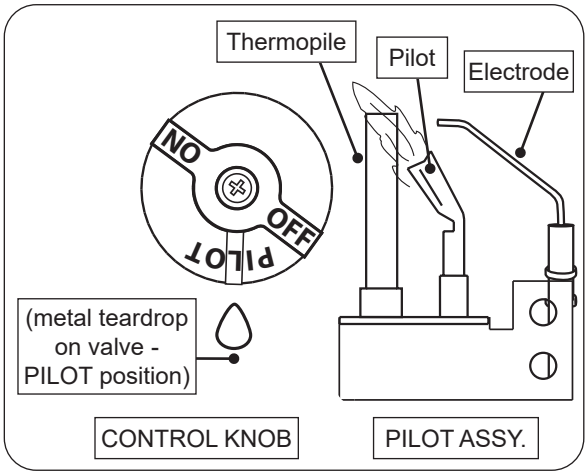

Fig. 23-1 Pilot lighting
3. Locate the pilot assembly on the side or rear of the burner pan (see Fig. 23-1).
4. Turn the control knob counterclockwise ↶ to **PILOT**. Push the knob **firmly and fully** in and hold. Push the piezo igniter button several times until the pilot lights. Continue to hold the knob in for about one (1) minute after the pilot is lit. Release the knob and it will pop back out. The pilot will remain lit. See Fig. 23-1. If it goes out, repeat steps 2-4.